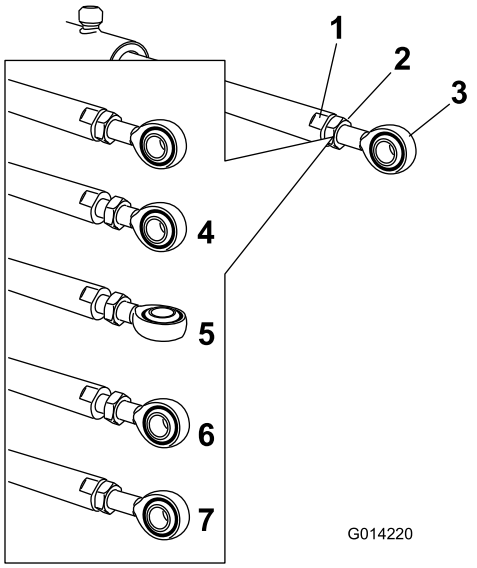

Bild 119
5. Halten Sie die Aktuatorstange mit einem Schraubenschlüssel an den Flächen der Stange fest und lösen Sie die Klemmmutter (Bild 119).
6. Drehen Sie das Stangenende in der Aktuatorstange, um den ausgefahrenen Aktuator auf die gewünschte Stellung zu verlängern oder zu verkürzen (Bild 119).